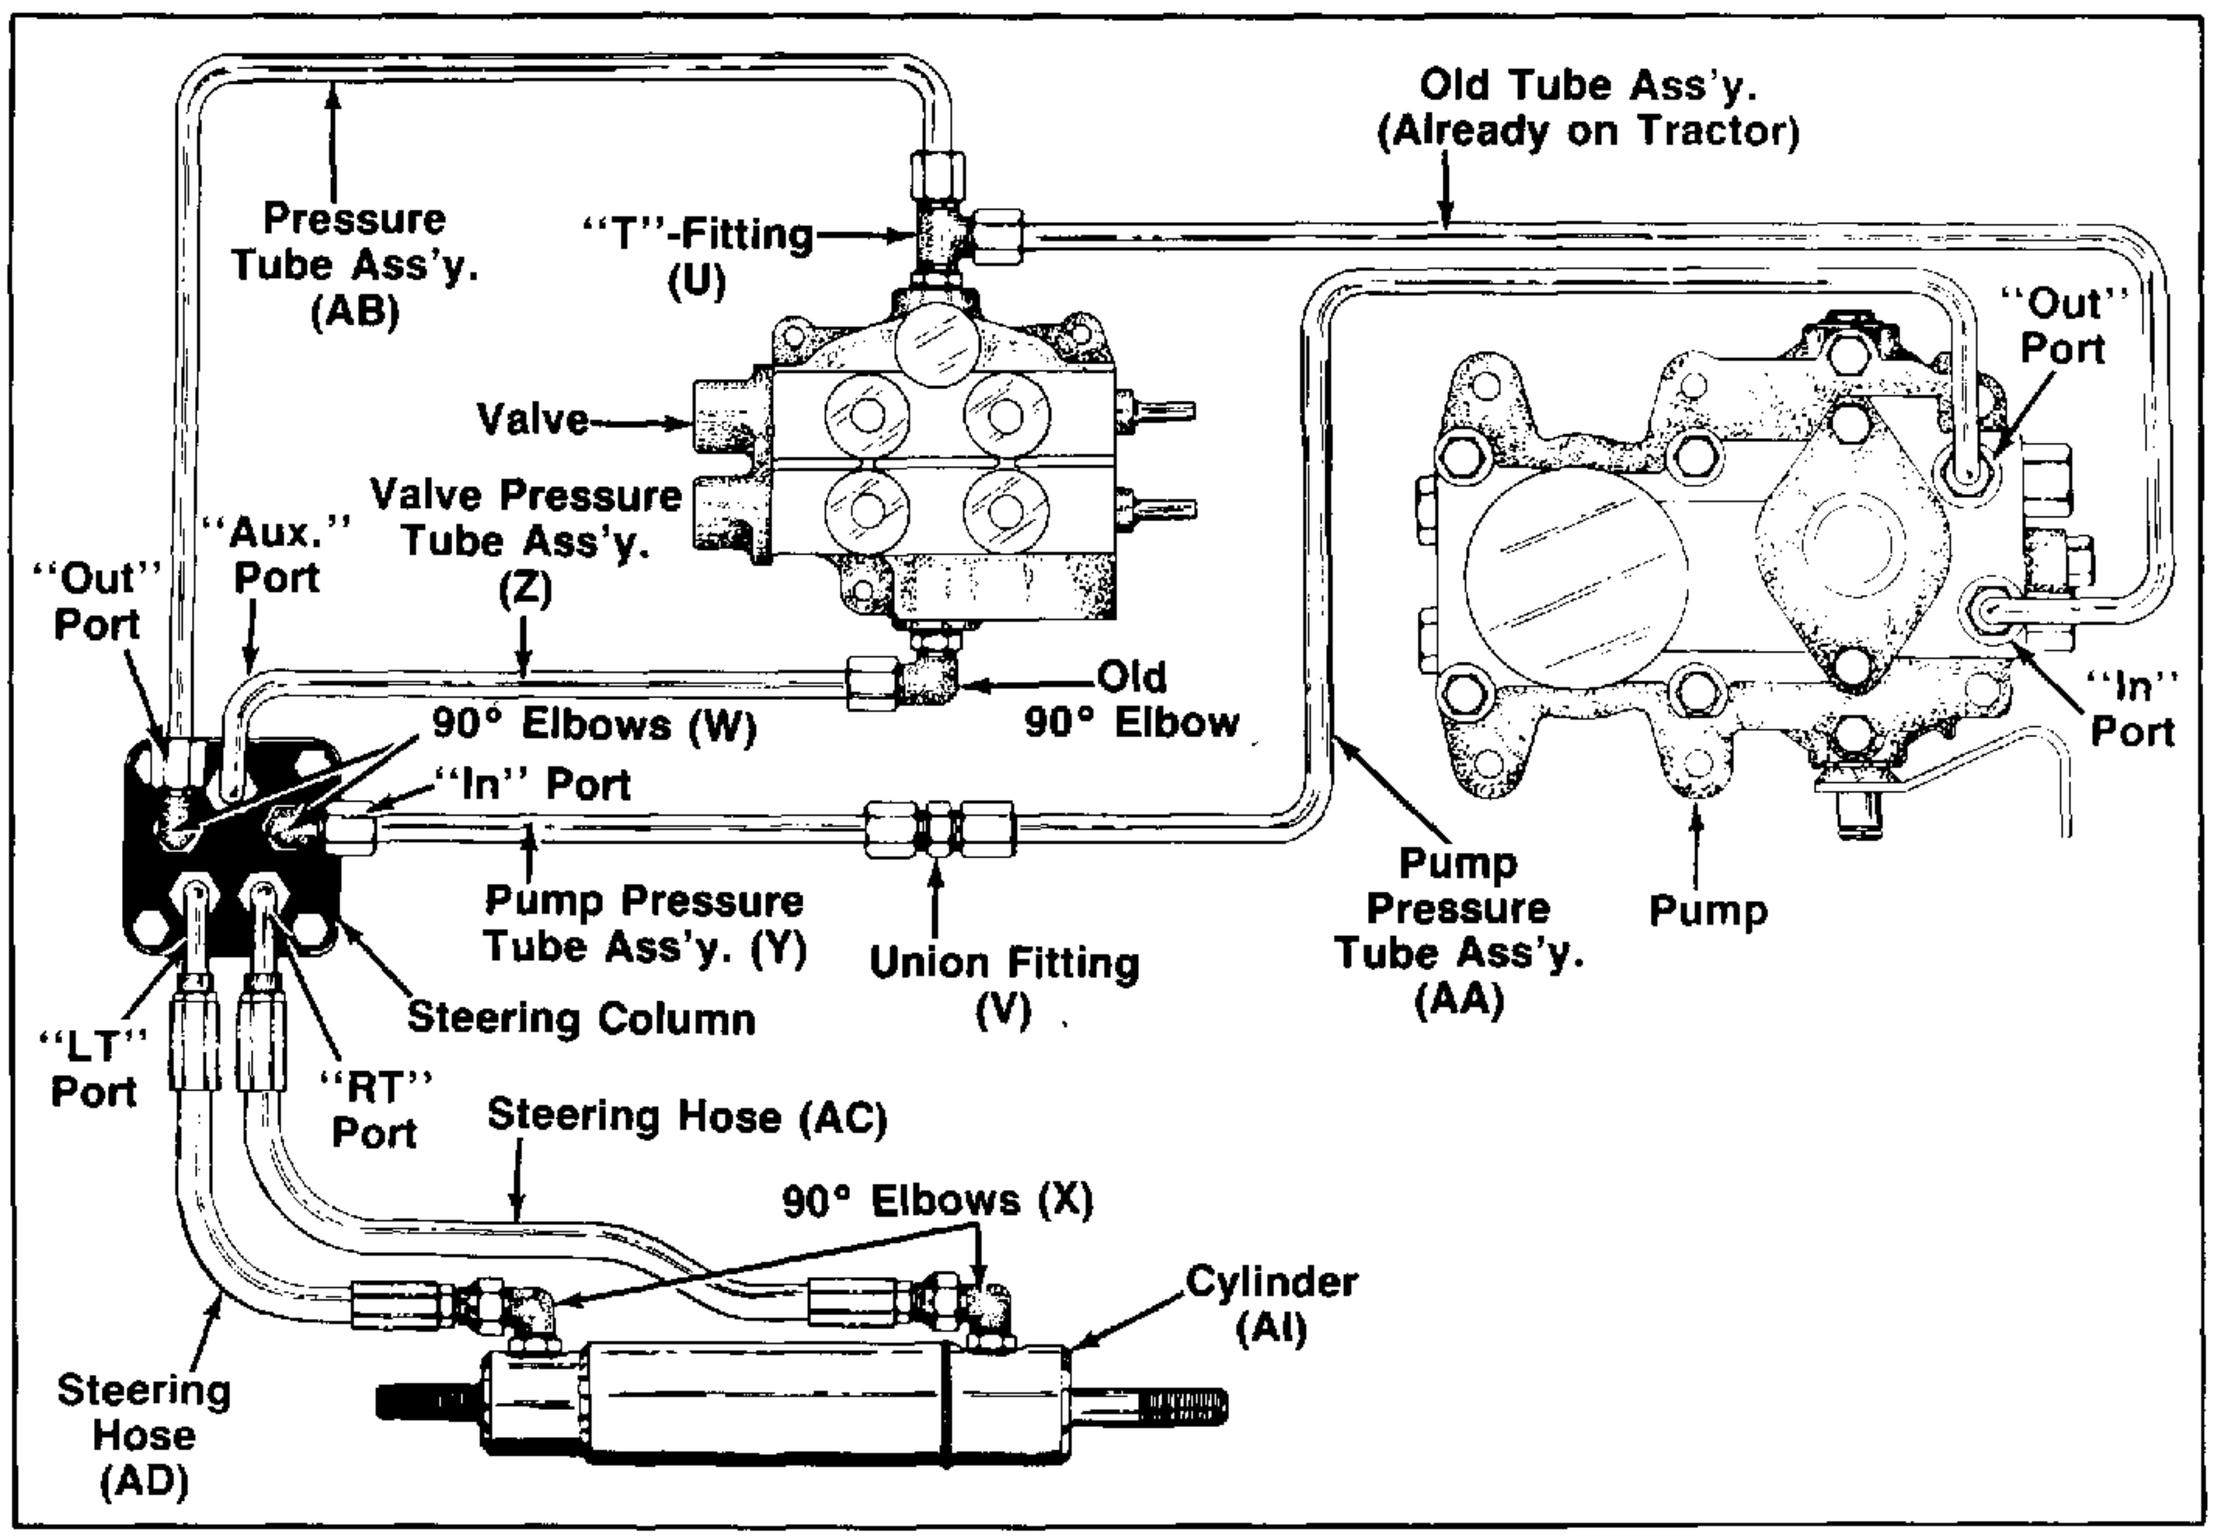

FIGURE 25.
10. Installation of hydraulic lines. **(For reference see figure 25.)**